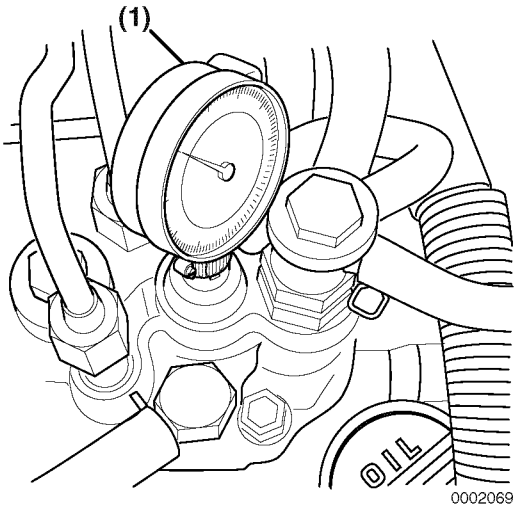

Figure 7-47
3. Note the reading on the dial indicator **(Figure 7-47, (1))**. If the reading is less than 2.5 mm (0.098 in.), the fuel injection timing is "retarded." If the dial indicator reading is greater than 2.5 mm (0.098 in.), the fuel injection timing is "advanced."